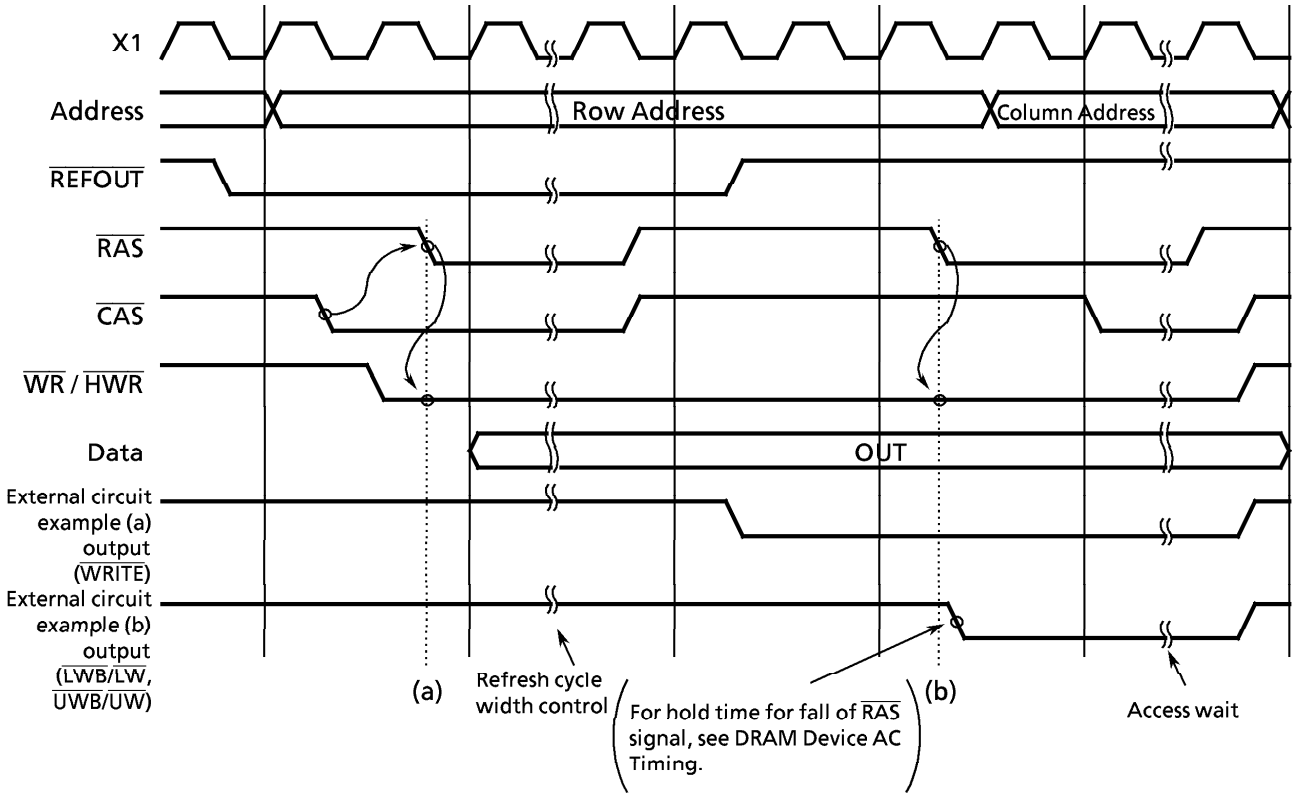

Figure 3.7 (8) Timings for Refresh and Access Contention
① When DRAM is used for executing $\overline{WRITE}$ or $\overline{CAS}$-before-$\overline{RAS}$ refresh cycle test mode at timing (a) in Figure 3.7 (8), a circuit, such as the one shown in 3.7 (7) Connection Example (v), external circuit example (a), is required to avoid test mode. Direct connection is not allowed.
② When DRAM is used to set write-per-bit mode at timing (b) in Figure 3.7 (8), a circuit, such as the one shown in 3.7 (7) Connection Example (vi), external circuit example (b), to avoid this mode is required. Direct connection is not allowed. (TMP95C061B does not support write-per-bit mode.)